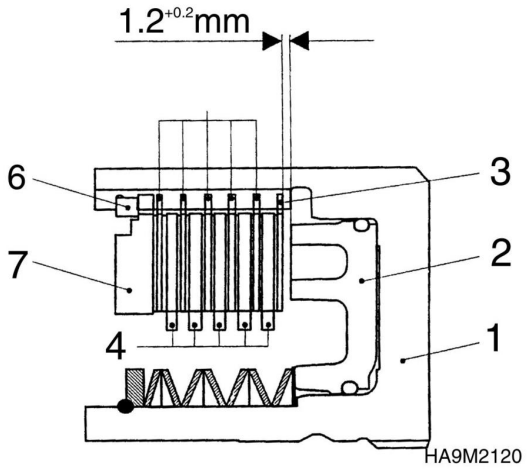

Figure 226
10. Introduce plate pack according to Figure 226.